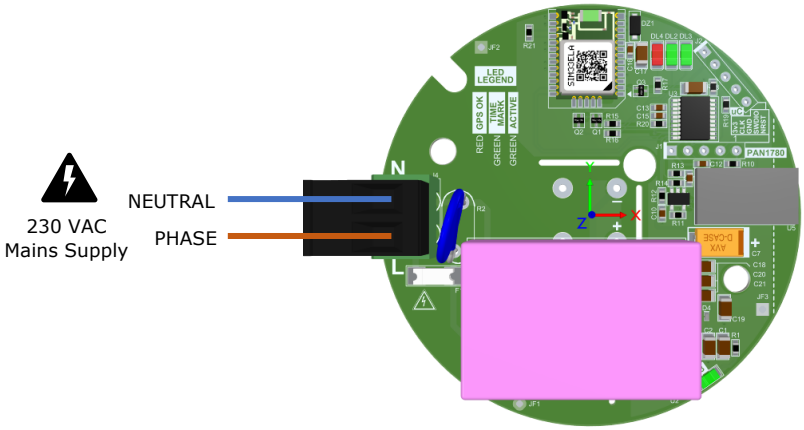

Figure 1: CBU-SKYTIME-IP Power Supply wiring
a. Insert the 230 Vac mains voltage cable(s) into the cable gland(s) and wire the Neutral (N) and Live (L) wires to the "N" and "L" terminals of the internal AC IN connector (refer to Figure 1). To tight the connector wires, use a 3 mm flathead or Phillips screwdriver.